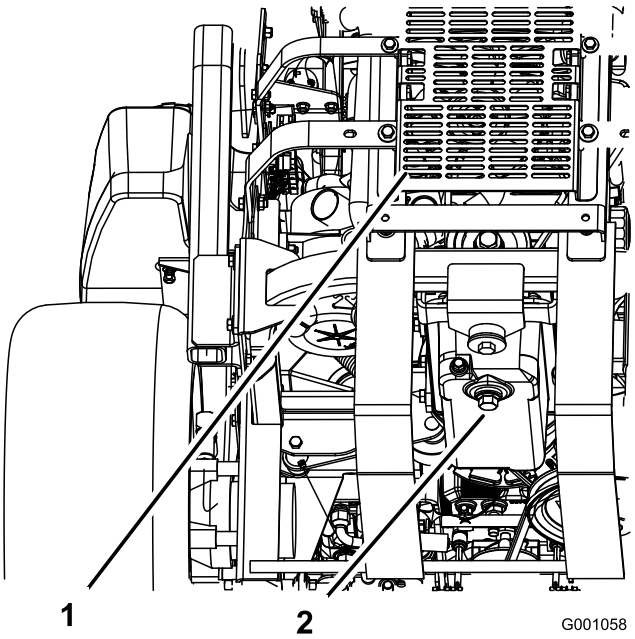

Figuur 39
5. Plaats een opvangbak onder de aftapplug. Verwijder de aftapplug en laat alle olie weglopen (Figuur 39).